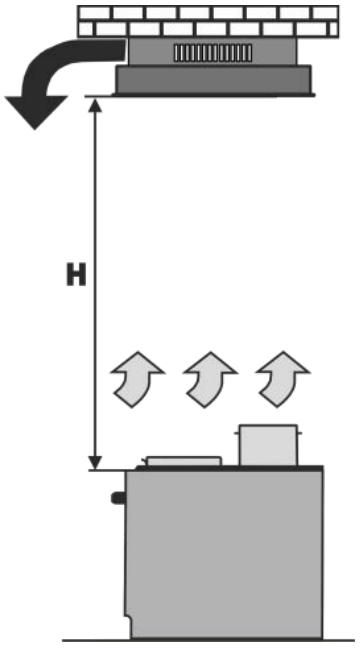

Рис.1
1.11 Увага! Витяжка монтується на стіні над електроплитами на висоті 650-750мм, а над газовими плитами на висоті 750-850мм від робочої поверхні плити (рис.1).
4.5 При монтажі витяжки на необхідній настановній **висоті Н** над плитою **(рис.1)** для відводу повітря в вентиляційний канал використовувати повітровід **Ø150 - Ø120мм.** Менший діаметр створить додатковий опір повітрю, що призведе до збільшення шуму і вібрації, а також до перегріву двигуна.